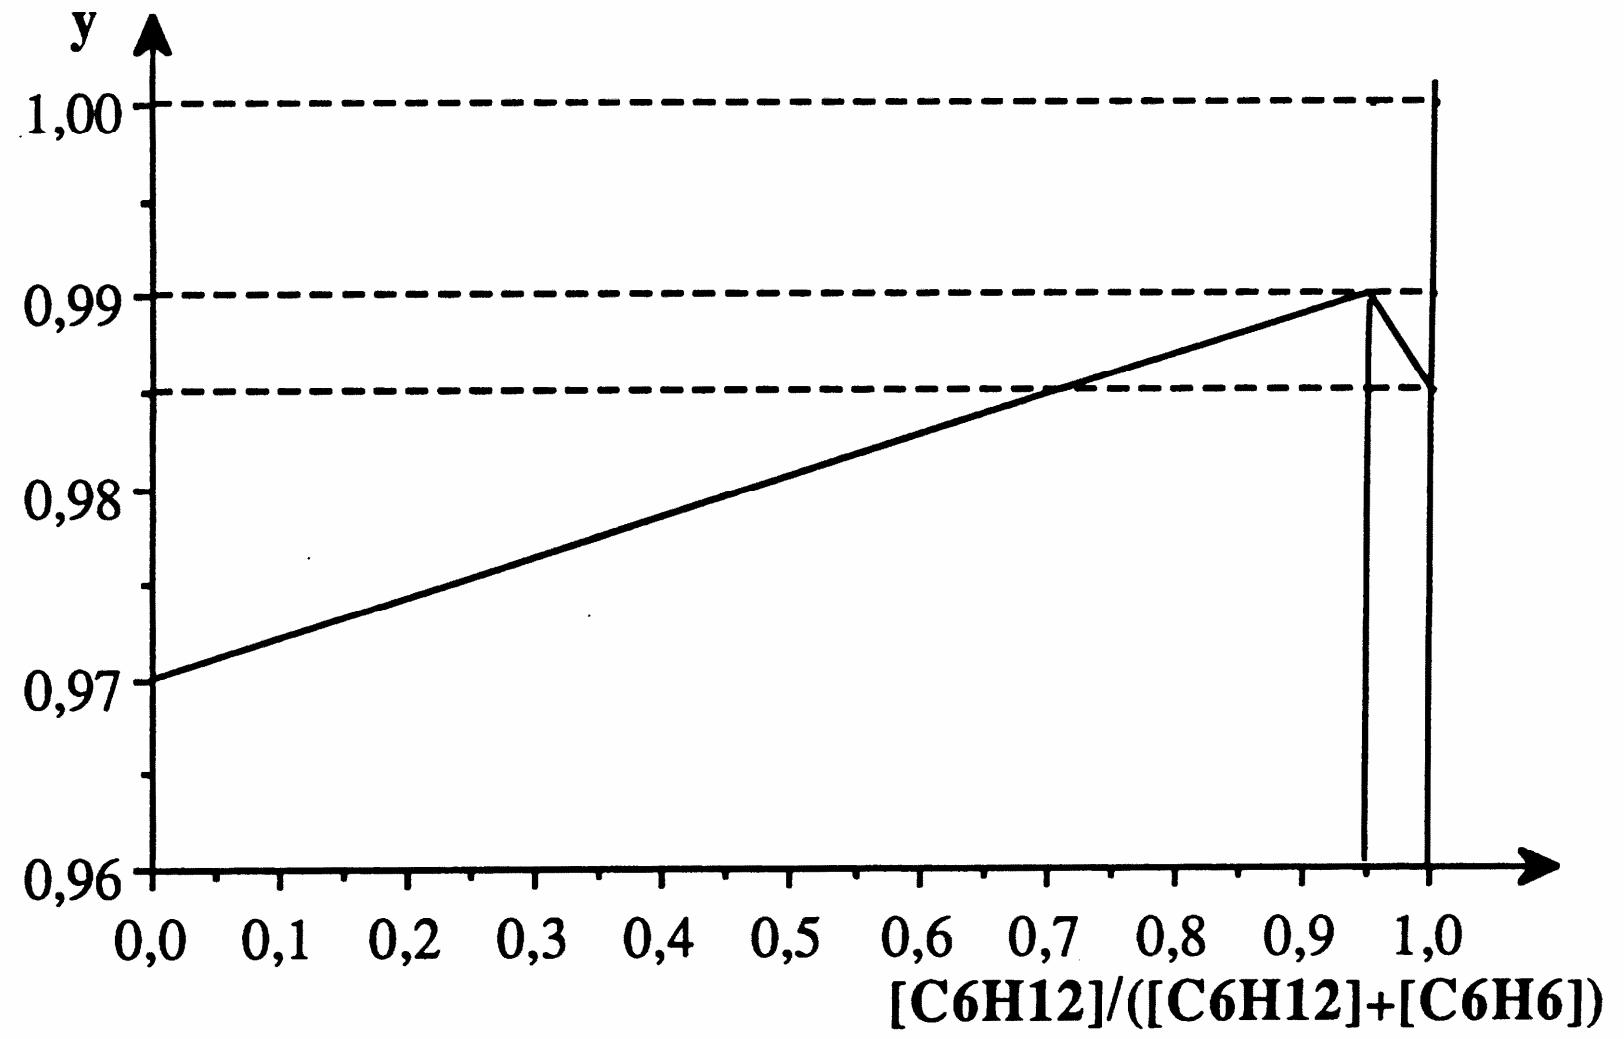

Fig. 3
The relationship between p and Y is shown in Fig. 3.
7.3 Represent by grey shading in the graph (Fig. 3) the quantities of benzene lost in installation P (plug flow reactor) and installation MP (stirred reactor + plug flow reactor).